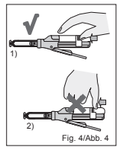

Fig. 4/Abb. 4
3. After cartridge loading, push the piston release forward until it stops. (Fig. 4)
3. Nach dem Einsetzen der Kartusche den Freigabehebel bis zum Anschlag vorschieben (Kartuschendeckel nicht abnehmen). (Abb. 4)